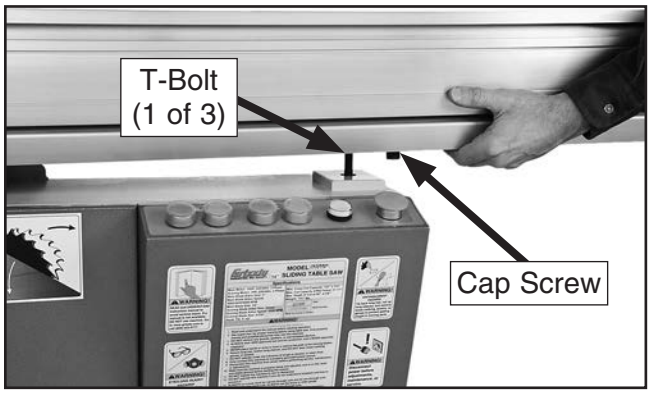

Figure 17. Inserting T-bolt into mounting hole on saw frame.
3. Lift sliding table over saw and lower T-bolts into mounting holes on frame, as shown in **Figure 17**.
Note: *Make sure cap screw shown in* ***Figure 17*** *is on outside of cabinet frame and against mount edge.*